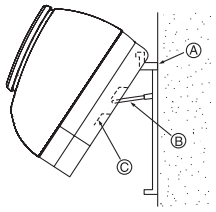

Fig. 3-6
②-② Die Innenanlage durch Einhaken in die Stützteile (am Montagebrett angebracht), wie dargestellt, bis zu den Rippen auf der Rückseite der Anlage anheben. (Fig. 3-6)